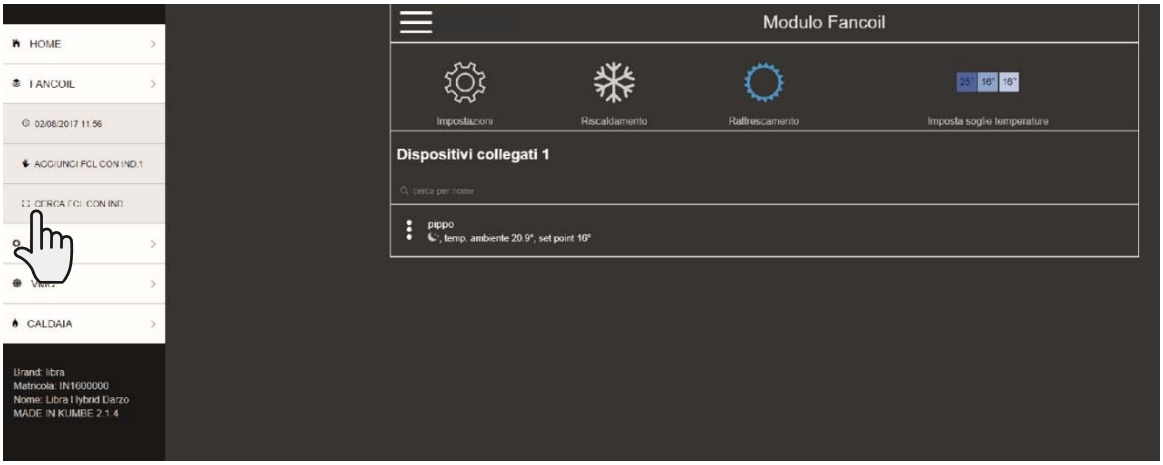

Figura 7-2
4. Selezionare “CERCA FCL CON IND.” come indicato in Figura 7-2.